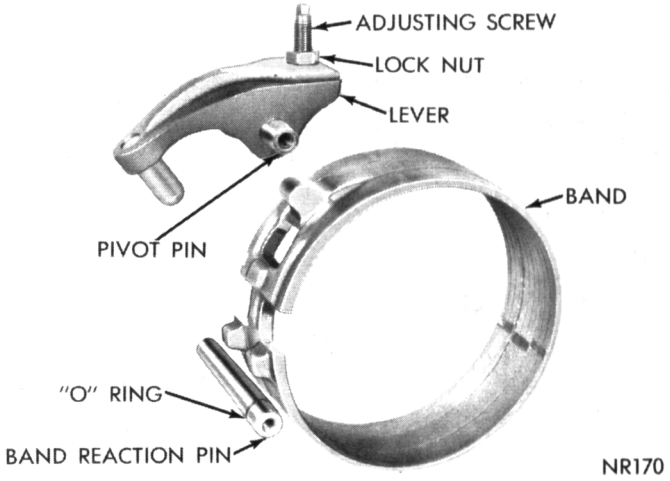

Fig. 99—Double Wrap Band and Linkage—Disassembled (A-904-LA Transmission only)
(2) Place band into case resting two lugs against band reaction pin (Fig. 99).
(3) Install low-reverse drum into overrunning clutch and band.
(4) Install operating lever with pivot pin flush in case and adjusting screw touching center lug on band (Fig. 99).